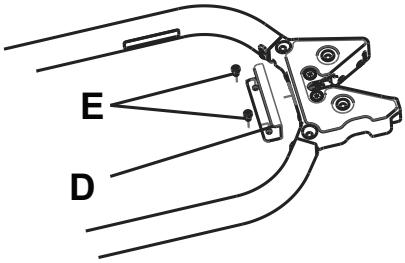

Figur 16 – Fångstplatta
1. Använd en M6-insexnyckel för att montera den medföljande fångstplattan (610000010015) (D) och två M6-insexbultar (E) (ingår ej) direkt bakom bårvagnens fästspärr (Figur 16).